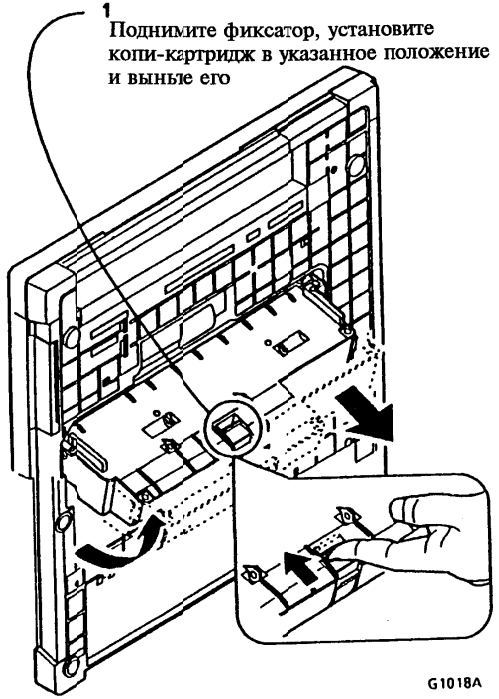

Рисунок 3. Снятие копи-картриджа
1. (Рисунок 3):Задвигайте тонер-картридж в аппарат, пока он не зафиксируется на своем месте.
3. (Рисунок 3): Снимите копи-картридж.
1. (Рисунок 3):Поворачивая копи-картридж, вставляйте его в аппарат, пока он не зафиксируется на своем месте.